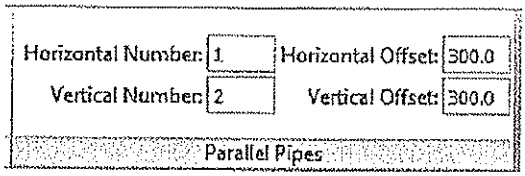

Figure 9–40
4. In the *Modify | Place Parallel Pipes* tab> Parallel Pipes panel, set the *Horizontal Number* to **1**, the *Vertical Number* to **2**, the *Horizontal Offset* and *Vertical Offset* to **300mm**, as shown in Figure 9–40.